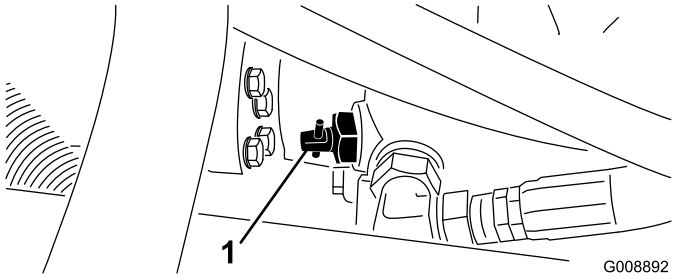

Figur 42
1. Finn pumpens omløpsventil (Figur 42) og vri den 90°.